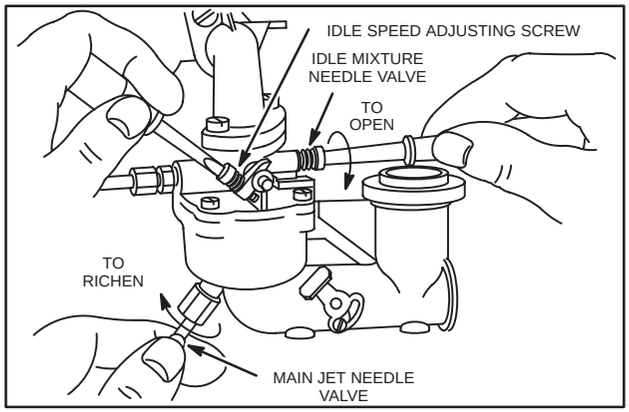

Fig. 281 – ADJUSTING CARBURETOR
7. Adjust idle speed adjusting screw to obtain 1750 RPM, aluminum engines; 1200 RPM, cast iron engines, Fig. 281.